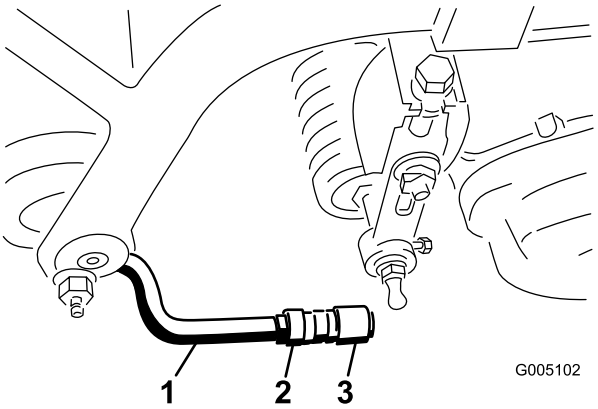

Figur 9
6. Passa in kulledernas hylsbeslag så att beslagens öppna sida är centrerad mot kultappen. Dra åt kontramuttrarna så att hylsbeslagen hålls på plats (Figur 9).